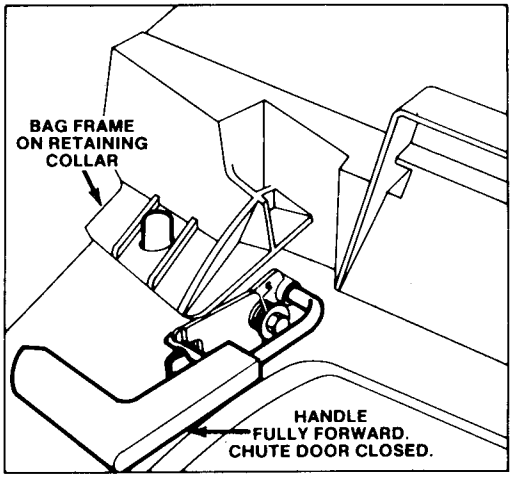

Figure 5
MULCH – In summer, when grass grows slower and is drier, mulch by closing chute door (Fig. 5). For convenience and protection, keep grass bag on mower.
2. Assure chute door handle is fully forward and pin is engaged in catch (Fig. 5).
5. EMPTYING BAG – Release control bar and wait for blade to stop. Move chute door handle forward to engage the locking pin with catch (Fig. 5). Grasp handle at front and rear of bag and lift bag off mower. Gradually tip bag forward to empty clippings.